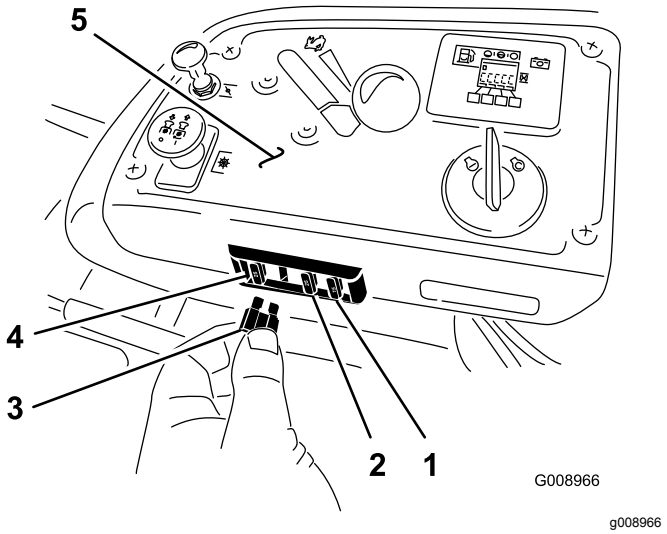

Figur 58
1. Sikringene befinner seg i den høyre konsollen ved siden av setet (Figur 58).
3. Sett inn en ny sikring (Figur 58).